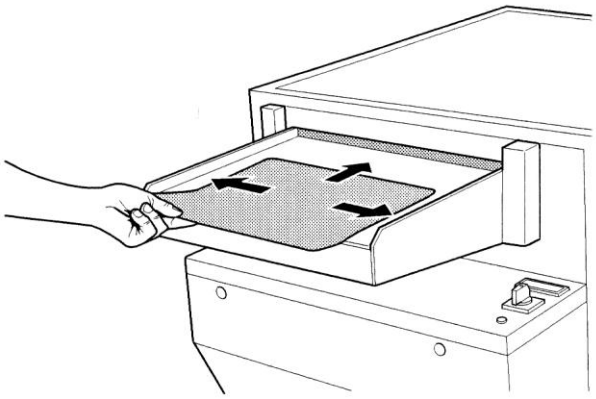

Рис. 7
- Положите полосы пленки на лоток большей стороной вперед, придерживая их сзади двумя пальцами по середине. Слегка надавите на пленку и продвиньте ее вперед до попадания в паз. Отпустите пленку, когда она будет захвачена транспортером проявителя (рис. 7).